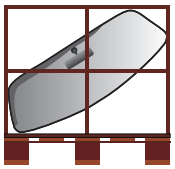

rys. 7
- Rogi oraz górna część palety powinny być usztywnione **(rys. 7)**.